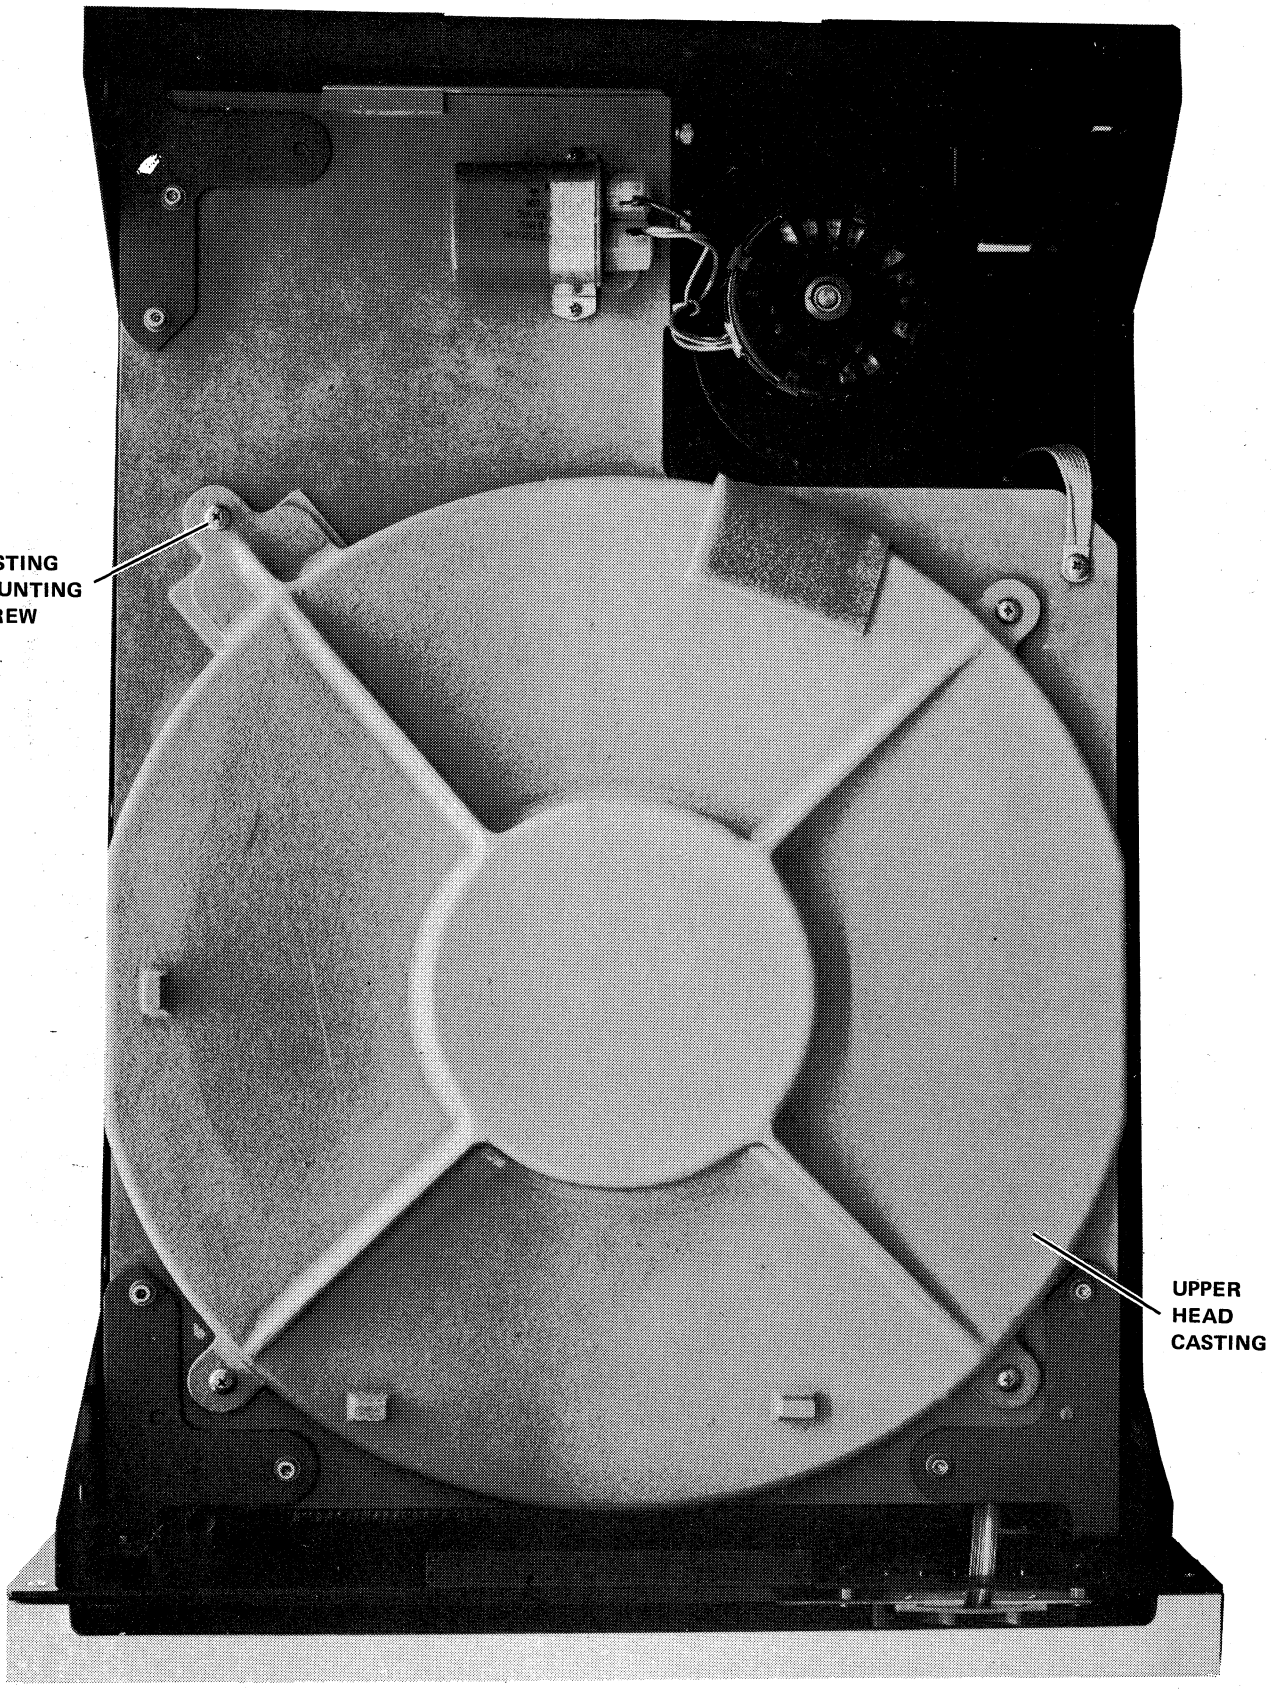

Figure 4-10 Disk Cover Casting Removal and Replacement
5. Unscrew the captive knurled thumbscrew on the cable connector of the defective read/write head (Figure 4-10) and unplug the cable.